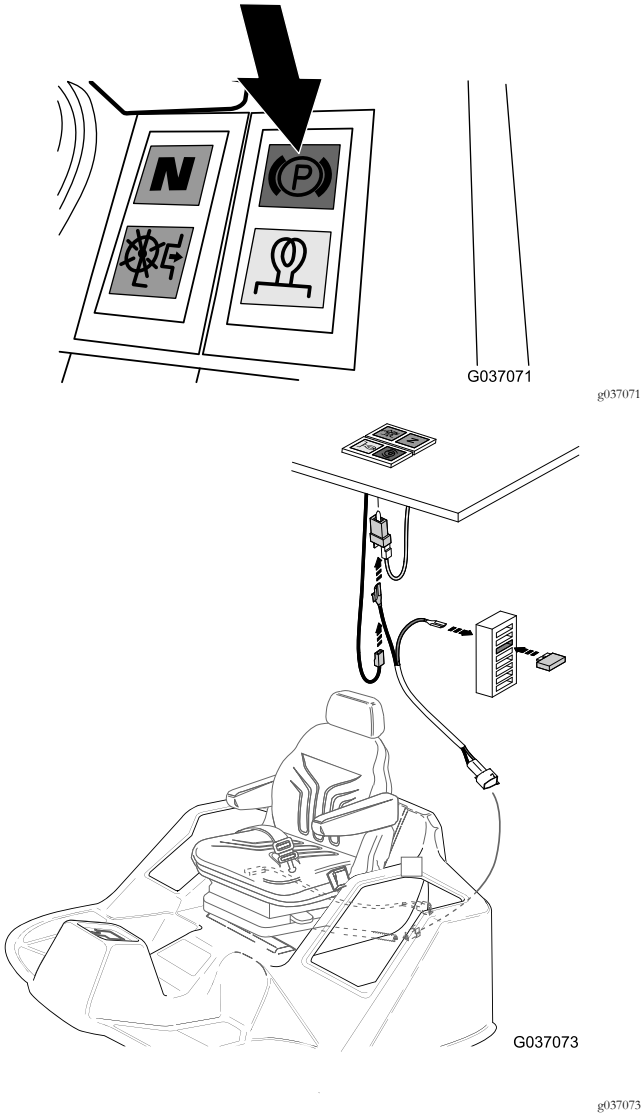
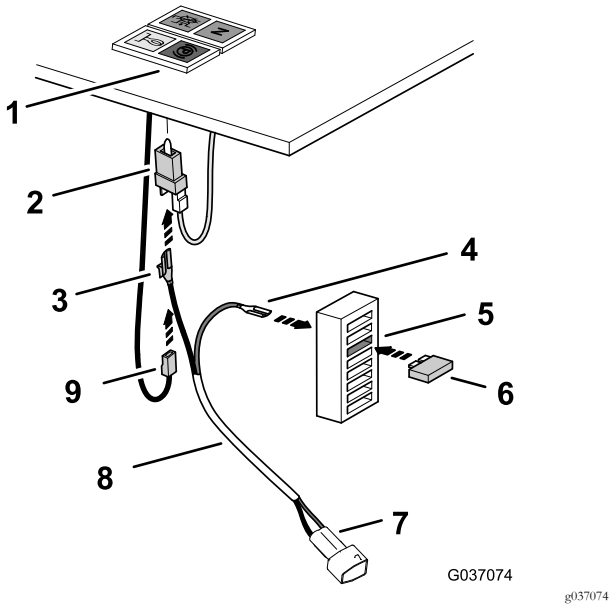

Figura 26
Figura 27
5. Debajo del panel de control, localice el conector de la luz de estacionamiento y retire el conector hembra del cable negro del conector de la luz de estacionamiento (Figura 26).
6. Conecte el conector hembra del cable negro que retiró en el paso 5 en el terminal de palas del conector de superposición (cable negro) del arnés del relé (Figura 26 y Figura 27).
7. Enchufe el conector de superposición en el terminal de palas del conector de la luz de estacionamiento (Figura 27).
8. En la parte posterior de la caja de fusibles, conecte el terminal hembra (cable rojo) del arnés del relé, en el conector de palas del bloque de fusibles, en la posición del tercer fusible desde la parte superior del bloque (Figura 27).
9. Inserte el fusible (10 A) en la posición del tercer fusible desde la parte superior del bloque (Figura 27)